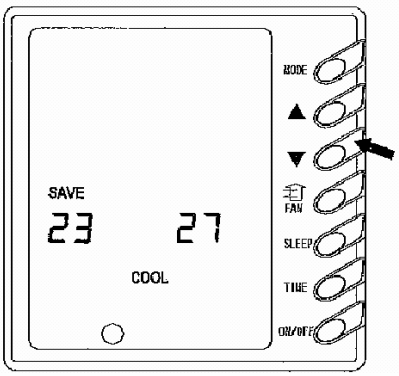

Abb. 9
8) Energiesparung anwählen (Abb. 9)